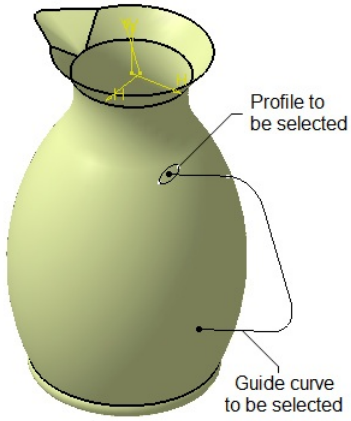

Figure 10-67 *The profile and the guide curve to be selected*
9. Select the profile (ellipse) from the geometry area, as shown in Figure 10-67; you are prompted to select a guide curve.
10. Select the guide curve from the geometry area, as shown in Figure 10-67, and choose the **OK** button from the dialog box to complete the creation of the sweep surface.